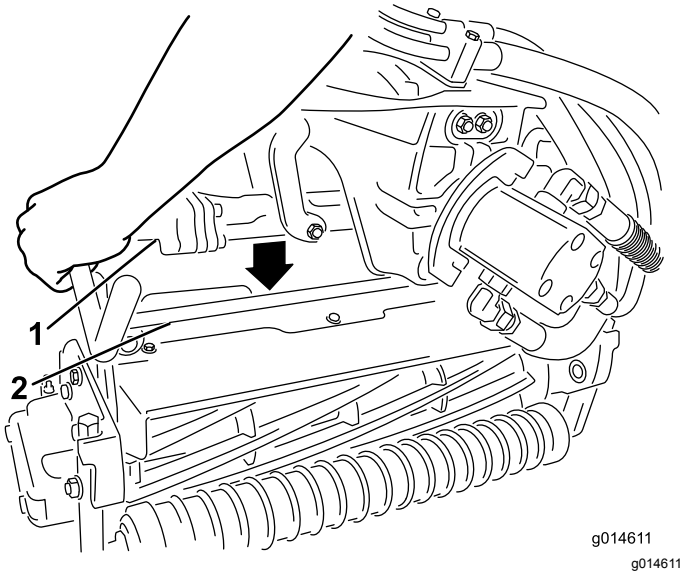

Figur 33
3. Mens låsehåndtagene på affjedringsarmen peger opad (dvs. er åbne) (Figur 32), skal du skubbe affjedringsarmen ned, så stangen kan sættes over tværstangen på klippeenheden øverst oppe (Figur 33).